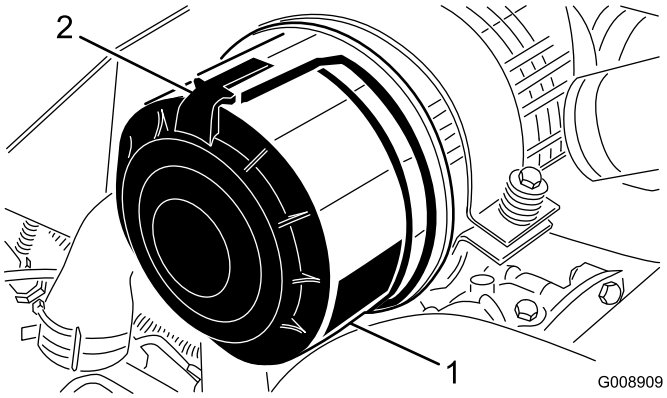

Figuur 45
1. Maak de sluitingen los waarmee het deksel van het luchtfilter is bevestigd aan de luchtfilterbehuizing (Figuur 45).